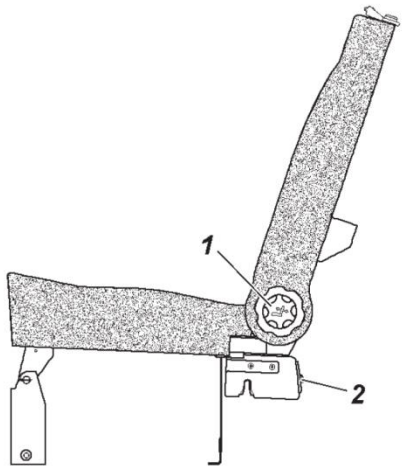

Abbildung 3.9. Rücksitzbank
Die hintere Sitzbank für drei Personen (Abbildung 3.9) kann ausgeklappt werden um eine Schlafmöglichkeit herzustellen oder zusammengeklappt werden um den Laderaum zu vergrößern.
- Nutzen Sie die Drehgriffe 1 (Abbildung 3.9), um die Lehnen der hinteren Sitze bis zum Anschlag nach hinten zu neigen;
- Drehen Sie die Drehgriffe 1 (Abbildung 3.9) und neigen Sie so die Lehnen der hinteren Sitzbank bis zum Anschlag nach vorn;
- Entriegeln Sie mit den Verschlussgriffen 2 (Abbildung 3.9) die Verschlüsse der hinteren Sitze;